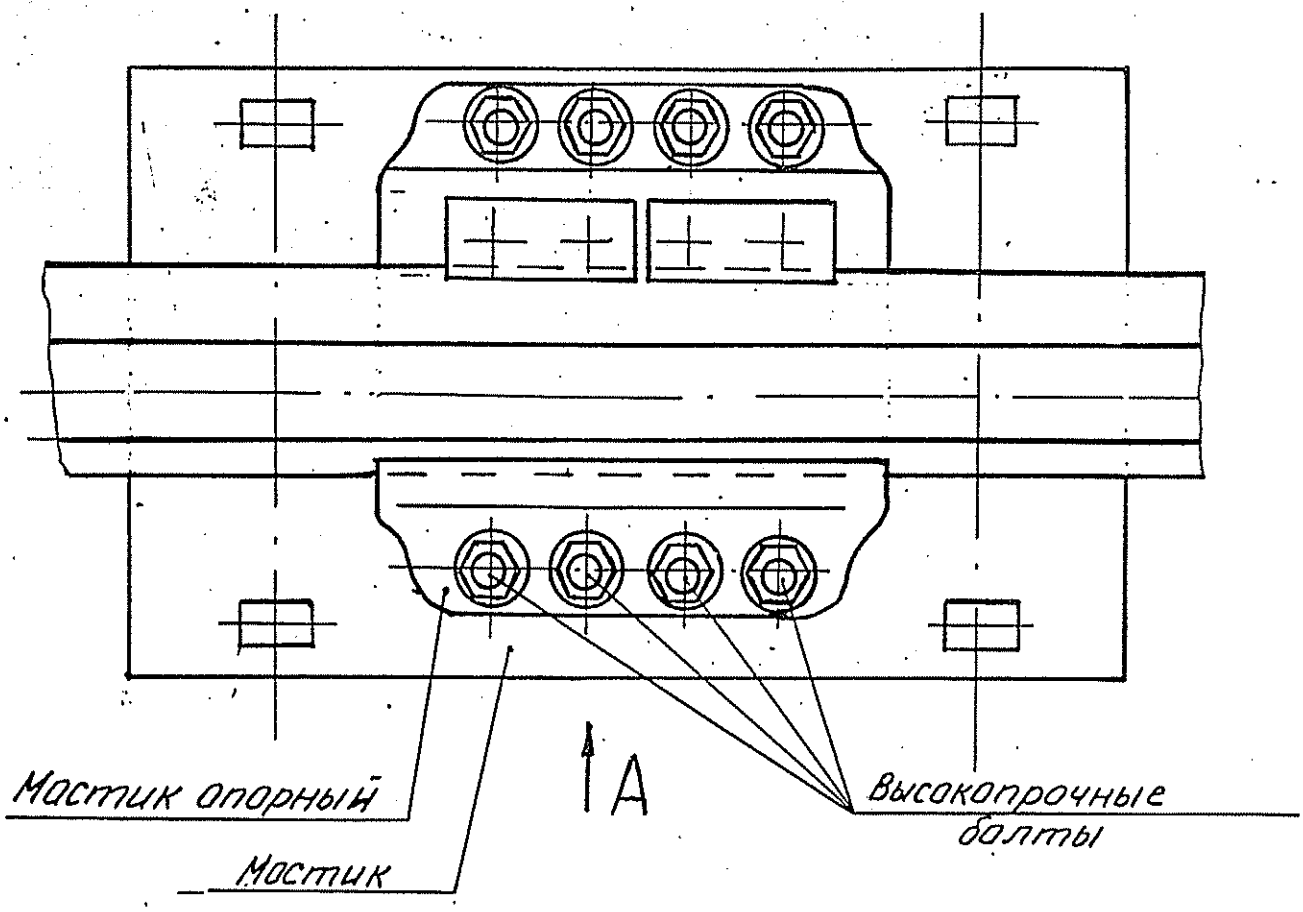

Рис. 1
2.7 На крестовине обратить внимание на состояние крепления опорного мостика к мостику корневому высокопрочными болтами (см. рис. 1 и 2).